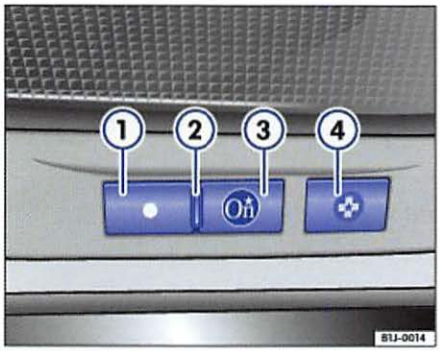

Fig. 2 Blue OnStar button
– Press the blue [OnStar] button ⇒ fig. 2 (3) located on the headliner panel. A prerecorded message will be played, which explains OnStar services and activation.